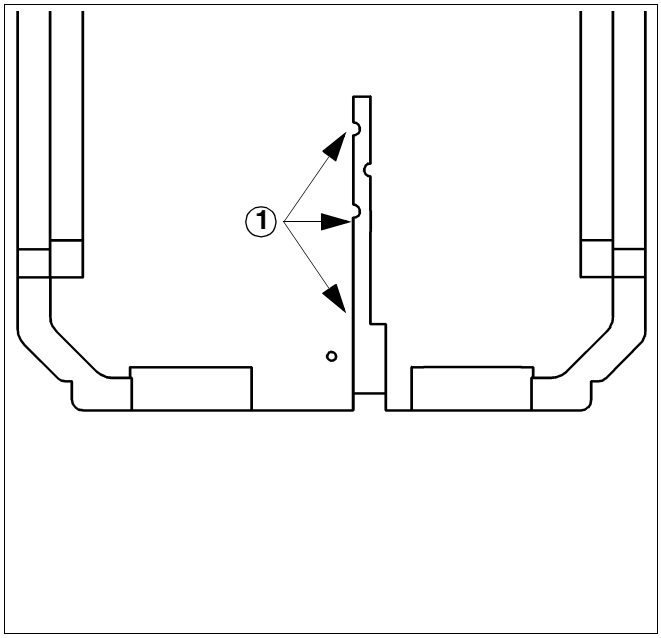

Рис. 11 Теплоизоляция на задней стенке котла
- Уложить электрические провода в кабельный канал (рис. 11, поз. 1), находящийся на теплоизоляции сзади котла и вывести их назад.